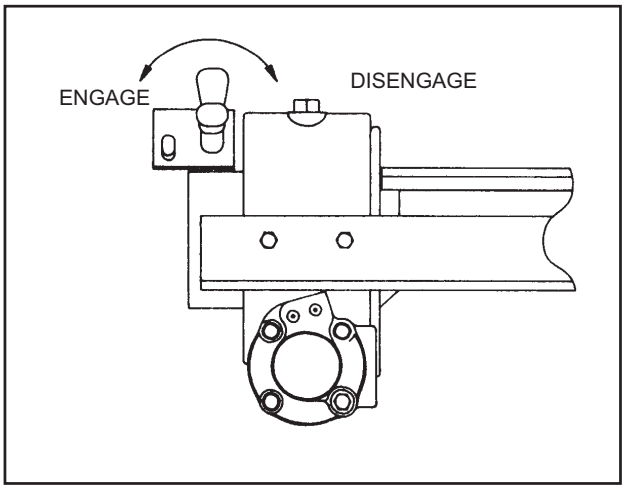

Figure 3-6 20,000# Winch Clutch
b. The **20,000 lb WINCH CLUTCH HANDLE** has two positions. **(See Figure 3-6).**